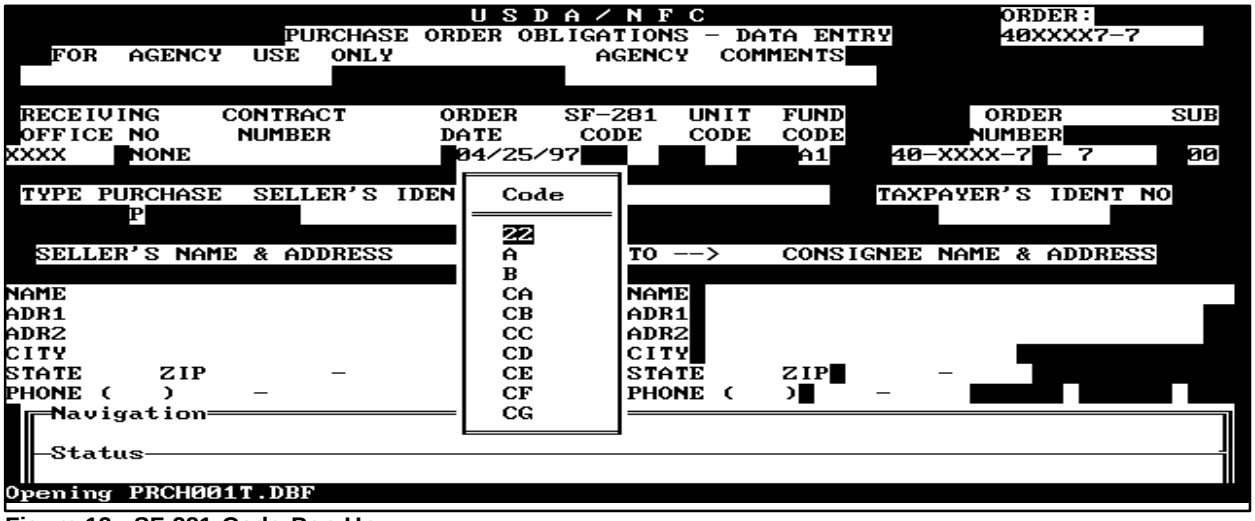

Figure 12. SF-281 Code Pop-Up
7 **SF-281 Code** *(required, alphanumeric, 2 positions)***.** Key in the code that describes the method of procurement and type of business. If you do not know the code, press [Enter] to display the SF-281 Code pop-up (**Figure 12**). Point and shoot the applicable code to the field. If Forest Service (FS), the cursor moves to the Unit Code field. For other agencies the cursor moves to the Fund Code field. **Note:** See Appendix D in Title II, Chapter 5, Section 1, for a complete explanation of these codes.